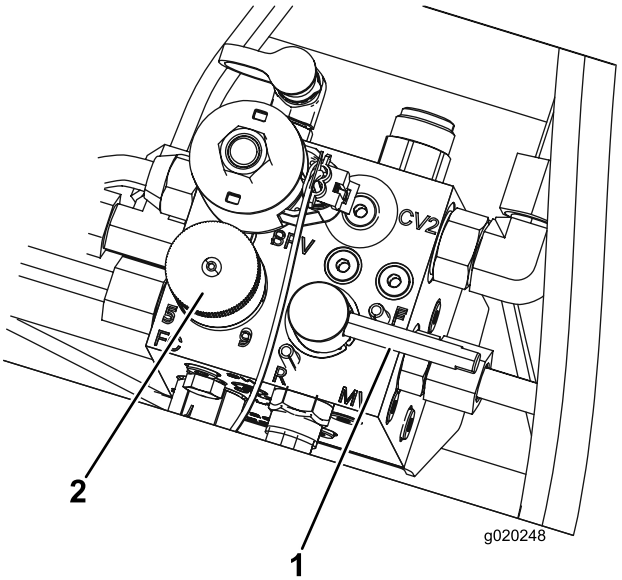

Figur 66
5. Ställ in cylinderns hastighetsreglage till läge 1 (Figur 66).
6. Flytta slipningsspaken till läge R (slipning) (Figur 66).